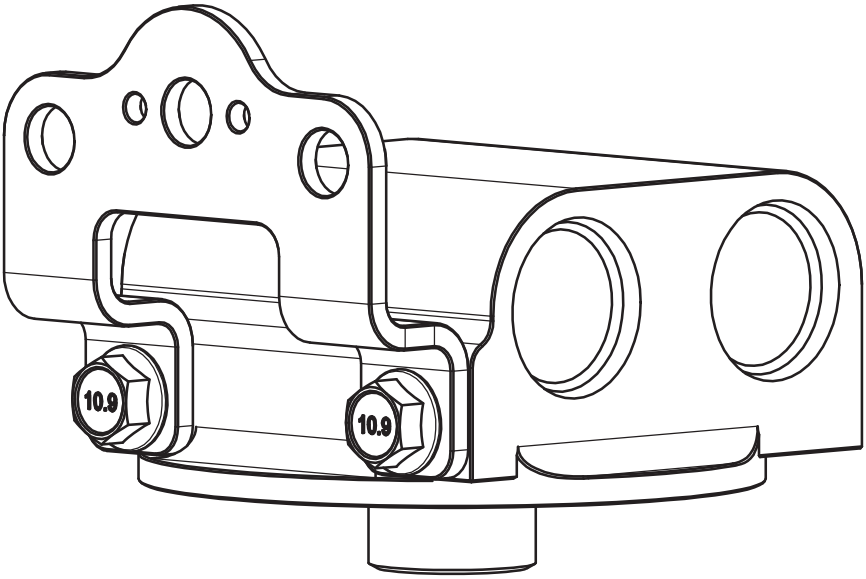

Figure 2 - Attaching the Mounting Bracket
- Attach the mounting bracket to ENV-140 using the provided M6 screws as shown in Figure 2.